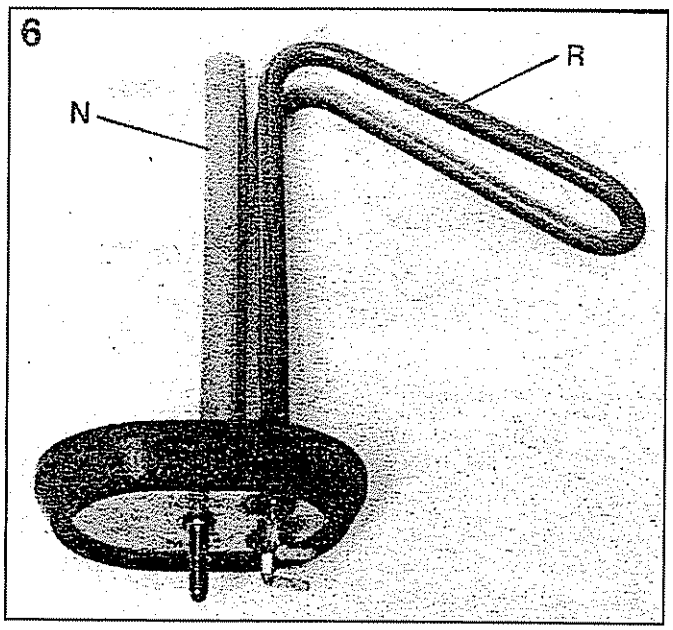

рис.3
4. ТЕХНИЧЕСКОЕ ОБСЛУЖИВАНИЕ И ТЕКУЩИЙ РЕМОНТ (рис. 3 и 4)
Условные обозначения на рис. 3 и 4
Устанавливая все на место, убедитесь, что фланцевая прокладка, термостат и нагревательный элемент установлены верно. Для горизонтальных моделей ТЭН нужно монтировать повернутым вниз (рис. 3 поз. R).